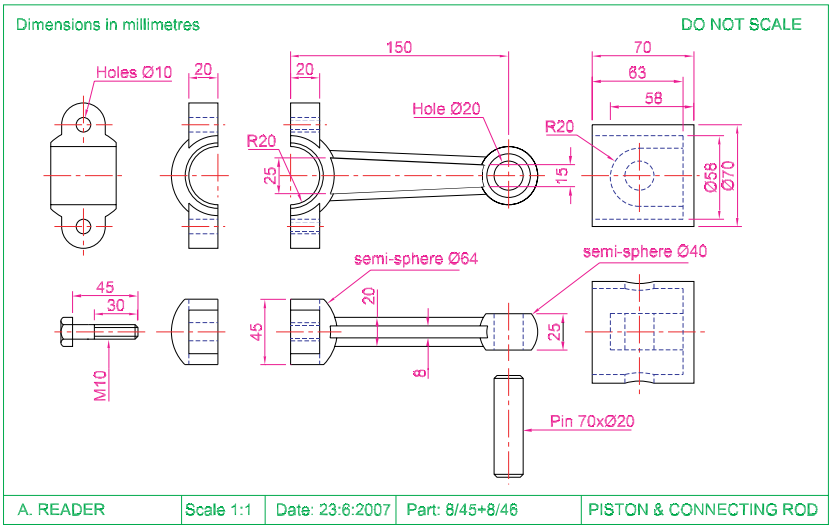
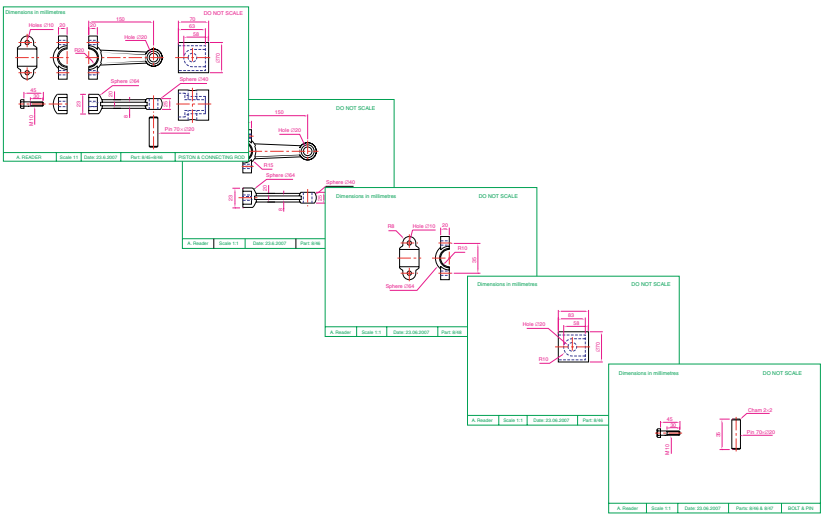

Fig. 11.14 Exercise 1 – the exploded orthographic projection
Fig. 11.16 Exercise 1 – the five drawings in the sheet set
1. Fig. 11.14 is an exploded orthographic projection of the parts of a piston and its connecting rod. There are four parts in the assembly. Small drawings of the required sheet set are shown in Fig. 11.16.
Construct the drawing in Fig. 11.14 and also the four drawings of its parts. Save each of the drawings in a **Layout1** format and construct the sheet set which contains the five drawings.